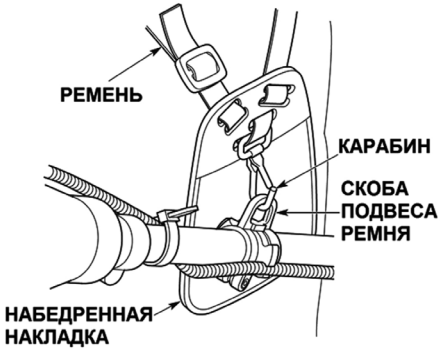

Рис. 7 Регулировка подвесного ремня
2. Подвесьте триммер за карабин, закрепив его на скобе подвеса ремня (Рис. 7).